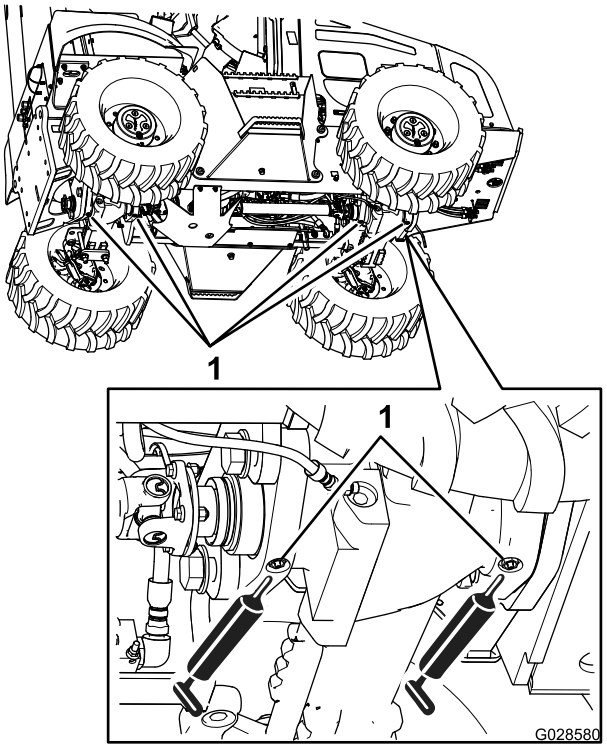

Figura 56
3. Collegate un ingrassatore a pressione sui raccordi di ingrassaggio per i perni di inclinazione dell'assale anteriore e posteriore; applicate 2 o 3 pompaggi di grasso a ciascun raccordo (Figura 56).